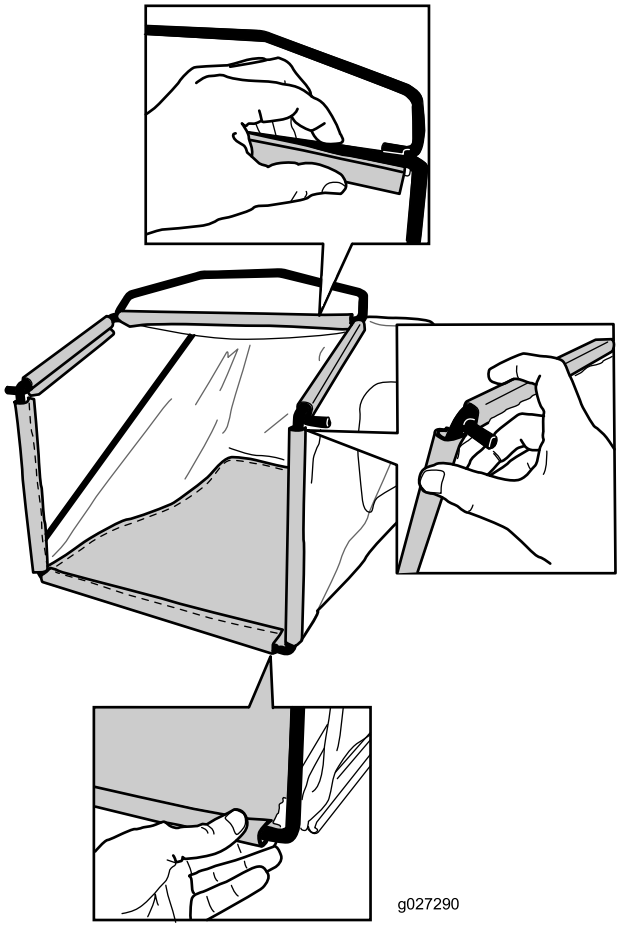

Figuur 9
2. Haak het onderste kanaal van de grasvanger over de onderzijde van het frame (Figuur 9).
3. Haak het bovenste en de zijkanalen van de grasvanger achtereenvolgens over de bovenzijde en de zijkanten van het frame (Figuur 9).